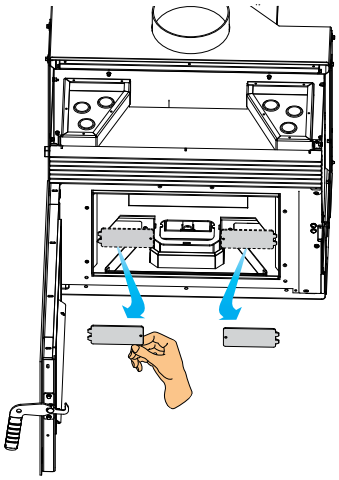

fig. 7.18
E) Retirer les bouchons du compartiment de l'extracteur de fumées (fig. 7.18).